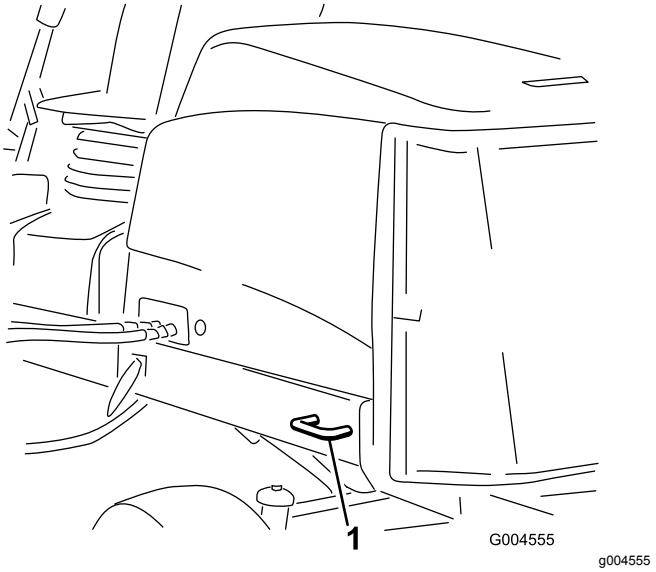

Figur 59
- Bag – på begge sider af maskinen på bagstellet (Figur 59).